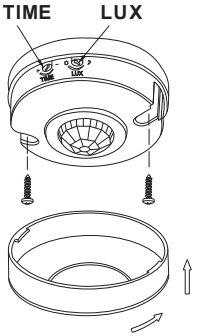
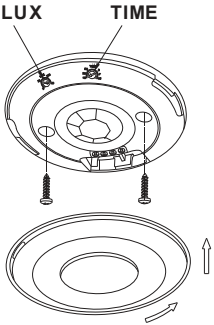

Рисунок 12 – Датчик движения ДД 025, ДД 027
Рисунок 13 – Датчик движения ДД 026
– повернуть против часовой стрелки защитную крышку датчика. Снять крышку (рисунок 13);
– установить датчик на опорную поверхность (потолок, стена) и закрепить его через два отверстия в корпусе винтами самонарезающими (рисунок 12, рисунок 13);